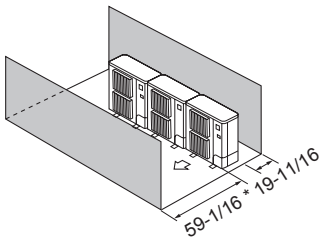

Fig. 2-14
④ Obstacles à l'avant et à l'arrière (Fig. 2-14)